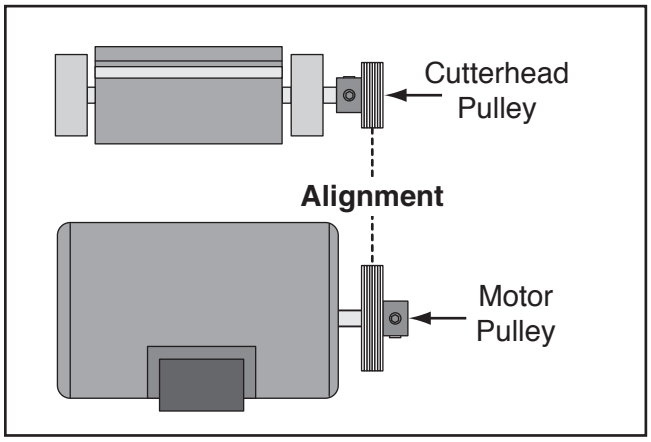

Figure 77. Proper pulley alignment.
6. Tighten set screws, replace belt, and repeat **Step 3** to verify proper pulley alignment. Pulleys should be parallel and aligned, as shown in **Figure 77**, when belt is properly tensioned.